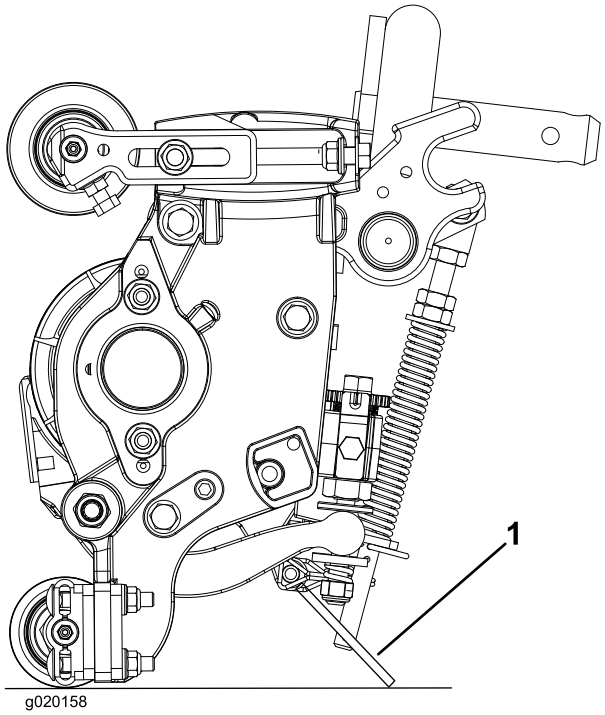

**Figuur 9**
**Belangrijk: Zorg ervoor dat de moeren achteraan de stelschroeven van de snijbalk niet op het werkvlak rusten (Figuur 9).**